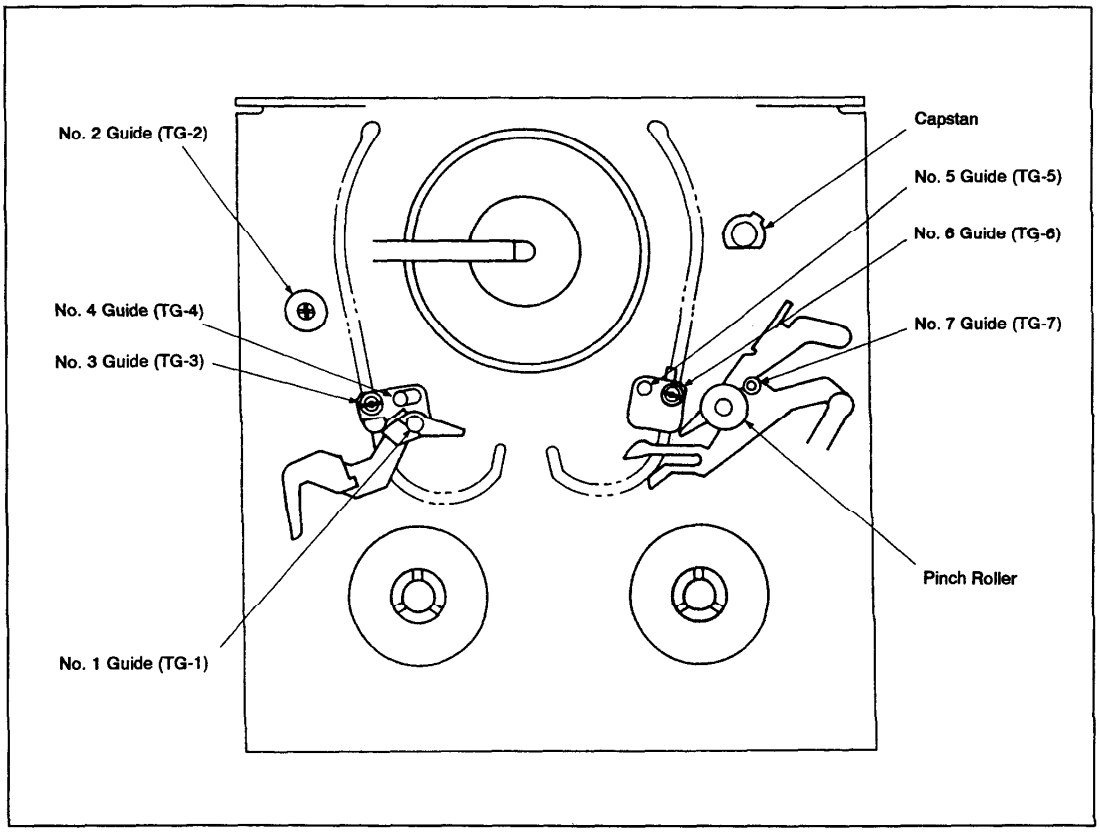

Fig. 2-1.
2. PERIODICAL CHECK AND MAINTENANCE (See Fig. 2-1.)
1) Set the cassette compartment assembly to the eject state, or remove it. Then clean the tape path (guides No. 1 to 7, capstan shaft, pinch rollers) with a piece of chamois leather moistened in cleaning fluid (See Fig. 2-1).